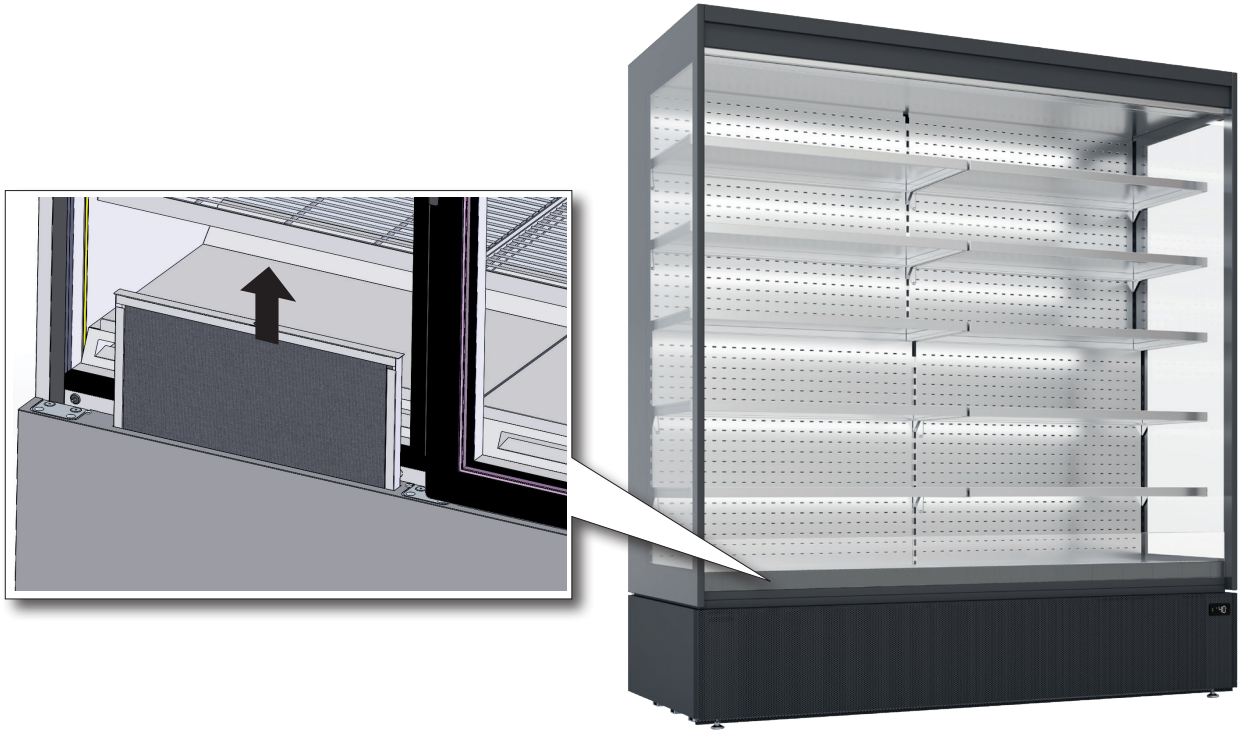

fig. 13
- Remove the filter as shown in fig.13 and clean it thoroughly with a blow of compressed air.